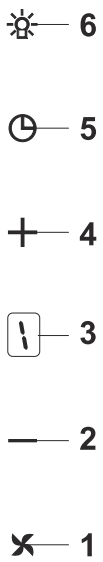

*Fig. 20: Botão Spd Dig 5*
1. Premir neste botão para ligar o produto.Fig. 20
2. Premir este botão para reduzir a velocidade do motor.Fig. 20
3. Visor Dig Pode seguir no visor a velocidade na qual o produto está a funcionar.Fig. 20
4. Premir este botão para aumentar a velocidade do motor.Fig. 20
5. Quando o botão do temporizador é premido, será ativada uma função do temporizador de 15 minutos, o visor emite um sinal assim que o temporizador arranca e o motor parará automaticamente após 15 minutos.Fig. 20
6. Premir neste botão para ligar ou desligar a lâmpada.Fig. 20